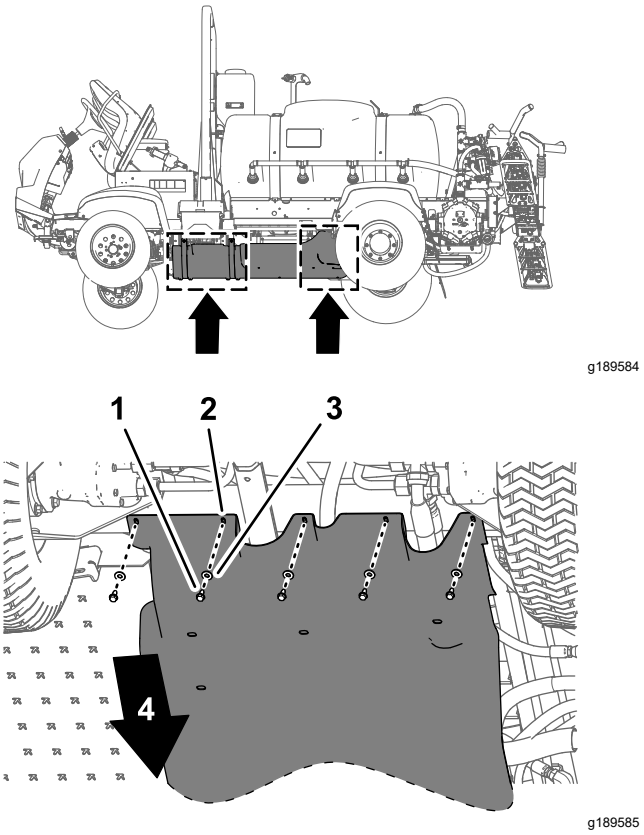
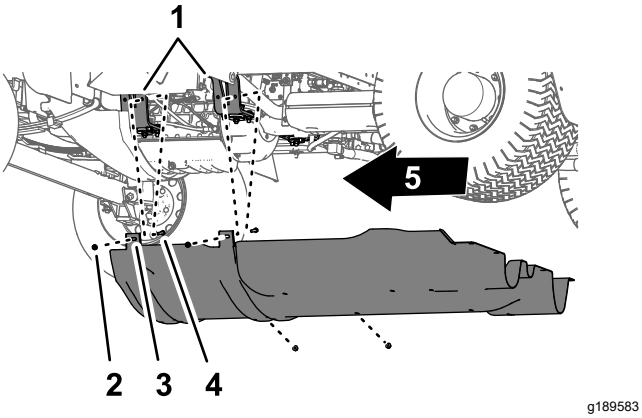

Figure 62
Figure 63
1. Remove the 5 flange-head bolts (5/16 x 7/8 inch) and 5 washers (5/16 inch) that secure the rear of the undercarriage shroud to the chassis of the machine (Figure 62).
2. Remove the 4 flange locknuts (5/16 inch) from the bolts and carriage bolt that secure the mounting tabs of the undercarriage shroud to the engine-mount brackets of the machine (Figure 63).
4. Remove the undercarriage shroud from the machine (Figure 62 and Figure 63).
1. Align the undercarriage shroud to the bottom chassis of the machine; refer to Figure 63 in Removing the Undercarriage Shroud (page 51).
2. Move the mounting tabs of the undercarriage shroud over the bolts and carriage bolt at the engine-mount brackets of the machine; refer to Figure 63 in Removing the Undercarriage Shroud (page 51).
3. Assemble the undercarriage shroud to the engine-mount brackets and bolts (Figure 63) with the 4 flange locknuts (5/16 inch) that you removed in step 2 of Removing the Undercarriage Shroud (page 51).
4. Align the holes in the rear part of the undercarriage shroud with the holes in the chassis; refer to Figure 62 in Removing the Undercarriage Shroud (page 51).
5. Assemble the rear part of the undercarriage shroud to the chassis (Figure 62) with the 5 flange-head bolts (5/16 x 7/8 inch) and 5 washers (5/16 inch) that you removed in step 1 of Removing the Undercarriage Shroud (page 51).